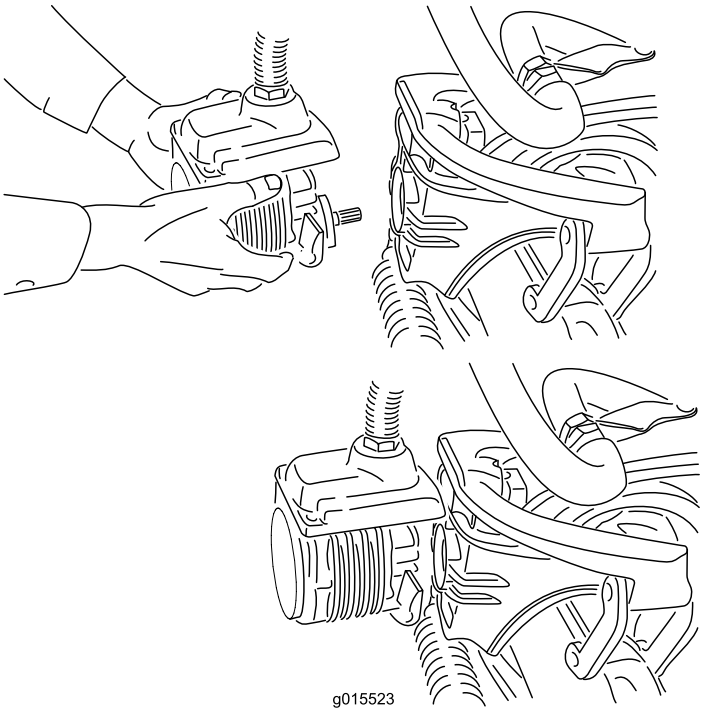

Figur 37
4. Flytt motoren til lagringsplassen foran på hjulopphengsarmen (Figur 37).